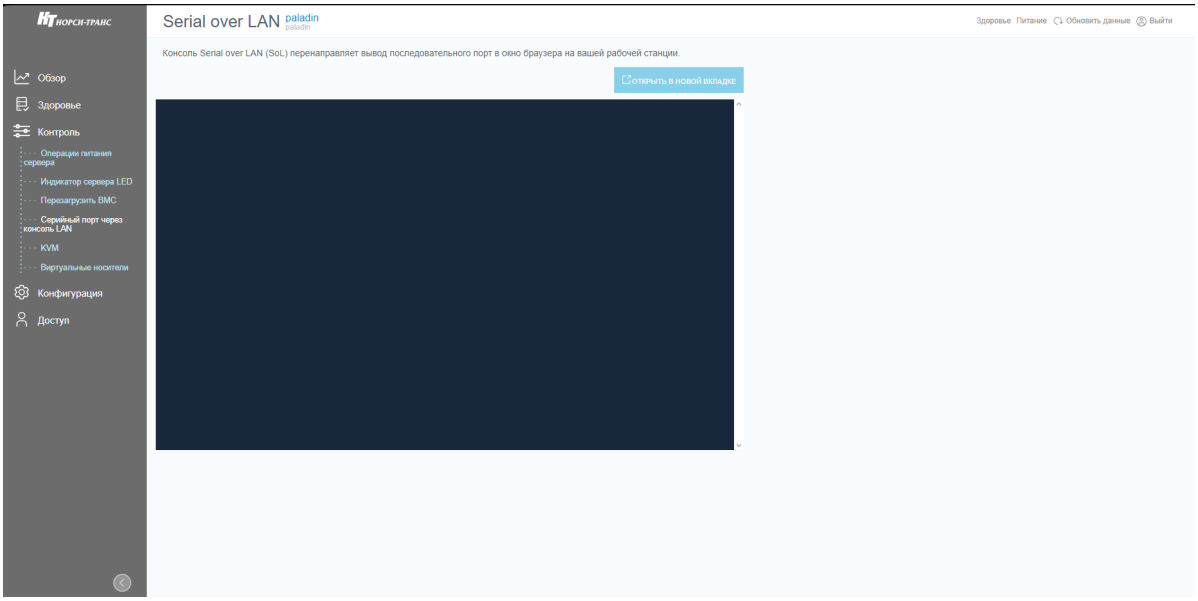

Рис. 71. Окно «Serial over LAN»
5) Пройдите во вкладку «Контроль» → «Serial over LAN» в данной вкладке осуществляется перенаправление вывода последовательного порта сервера в окно браузера вашей рабочей станции. Окно показано на рис. 71 Окно «Serial over LAN».